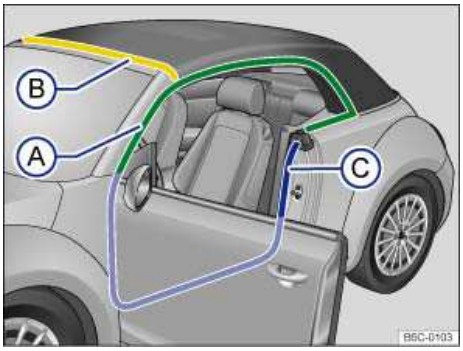

Fig. 146 Caring for rubber seals: Seals on the side windows A, the roof seal B, and door seals C.
- Remove dust and dirt from the rubber seals ⇒ fig. 146 (A) and (B) using a soft, lint-free cloth and plenty of water. The roof seal (B) is located between the vehicle body and the convertible top frame.
- Do not use any conditioning materials on seals (A) and (B) ⇒ ⓘ. The windows could be smudged by the product running down onto the glass.